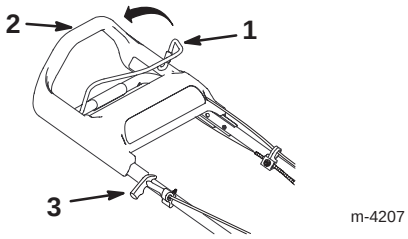

Bild 10
3. Halten Sie die Messersteuerstange gegen den das obere Griffteil gedrückt (Bild 10).